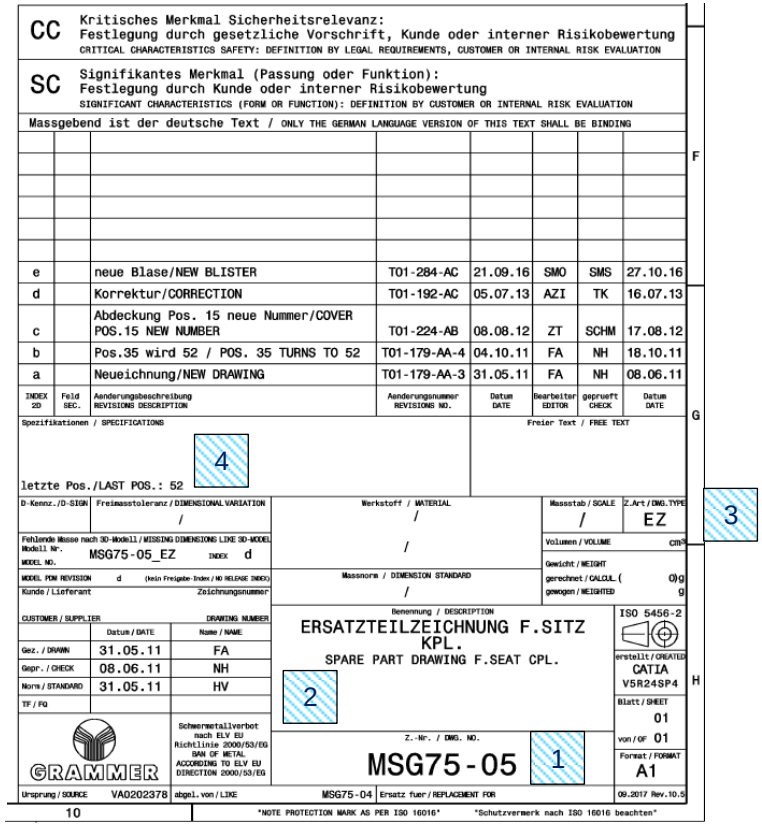

Figure 2.10.1
- The drawing number is entered both in the drawing title block (see also Figure 2.1.3, 3 *Chapter 2.1.0*) and in the title block for the image part (see Figure 2.10.1 1 Chapter 2.10).